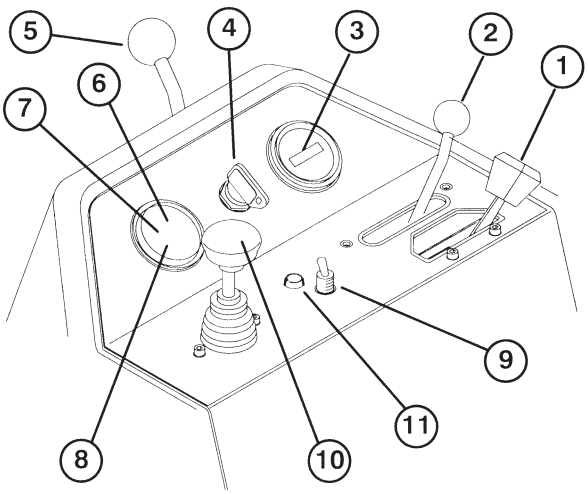

Afbeelding 10
Functiebesturingshendel (Afb. 10)—Kent twee (2) tractiestanden plus een NEUTRAAL-stand. Het is mogelijk om over te schakelen van maaien naar transport (niet naar de neutraalstand) terwijl de Greensmaster 3200 in beweging is. Dit is niet schadelijk voor de machine.
Urenteller (Afb. 10)—Geeft het totaal aantal uren aan dat de machine gebruikt is. De urenteller begint te lopen als de contactschakelaar op ON/AAN gezet wordt.
Startschakelaar (Afb. 10)—Steek de sleutel in het contact, draai hem zo ver mogelijk met de wijzers van de klok mee naar de START-positie om de motor te kunnen starten. Laat de sleutel meteen los als de motor start; de sleutel zal in de ON/AAN-positie terecht komen. Draai de sleutel tegen de wijzers van de klok in naar de OFF/AF-positie om de motor te stoppen.
Borghendel stuurarm (Afb. 10)—Haal de hendel naar achteren om de afstelling te ontgrendelen, de stuurarm omhoog of omlaag te zetten voor het comfort van de bestuurder, en zet dan de hendel naar voren om de stand te
Watertemperatuurlampje (Afb. 10)—Als de temperatuur van de motorkoelvloeistof te hoog wordt gaat dit lampje branden en zal de motor automatisch uitgeschakeld worden.
Resetknop te hoge temperatuur (Afb. 10)—Indien de motor automatisch uitgeschakeld werd omdat deze oververhit geraakt was, drukt u de resetknop in en houdt u deze even ingedrukt totdat de machine verplaatst kan worden naar een veilige plek om af te koelen.
Transportschakelaar voor twee snelheden (Afb. 10) – Als de schakelaar in de voorste stand staat, draait de machine met het maximum toerental (2800 tpm). Als de schakelaar in de achterste stand wordt gezet, zal de motor met een lager toerental draaien (2300 tpm) zodat deze stiller is.
Accu-waarschuwingslampje (Afb. 10)—Dit lampje licht op indien de accuspanning te laag is.
Motoroliedruklampje (Afb. 10)—Dit lampje licht op indien de oliedruk onder een veilig peil komt.
Hendel voor Ophalen/Neerlaten/Maaien (Afb. 10)—Door deze hendel naar voren te zetten tijdens gebruik van de machine worden de maai-eenheden neergelaten en de messenkooien gestart. Haal de hendel naar achteren om de messenkooien te stoppen en de maai-eenheden op te halen. Tijdens gebruik kunnen de messenkooien stil gezet worden door de hendel even kort naar achteren te halen en dan weer los te laten. Start de messenkooien opnieuw door de hendel naar voren te drukken.